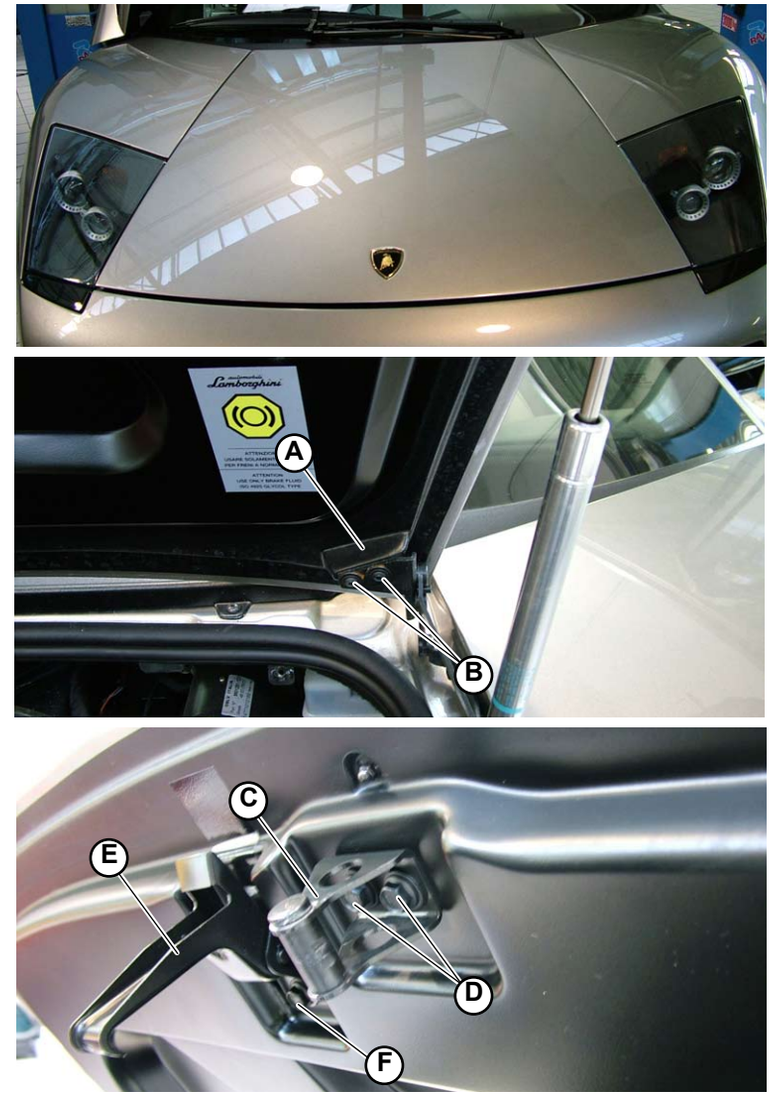

Fig.1
- Check the position of the bonnet catch (**C-Fig.1**). Act on the two screws (**D-Fig.1**) to centre the catch with the housing it hooks in to.
- Check the height of the bonnet catch (**C-Fig.1**). If necessary, add or remove spacers.
- Check the position of the safety catch (**E-Fig.1**). Act on the fixing screw (**F-Fig.1**) to move either forwards or backwards.
- Check the height of the safety catch (**E-Fig.1**). If necessary, add or remove spacers.